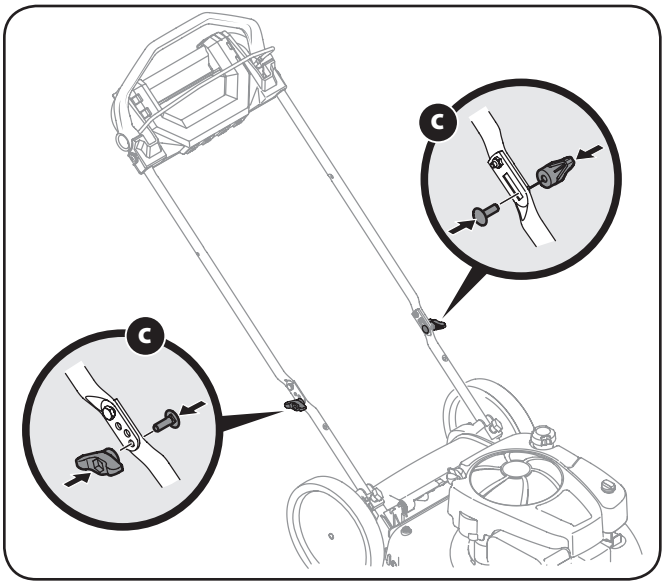

Figure 3-5
c. Reattach wing nuts and carriage bolts removed earlier into lower holes of handle as shown in Figure 3-5.